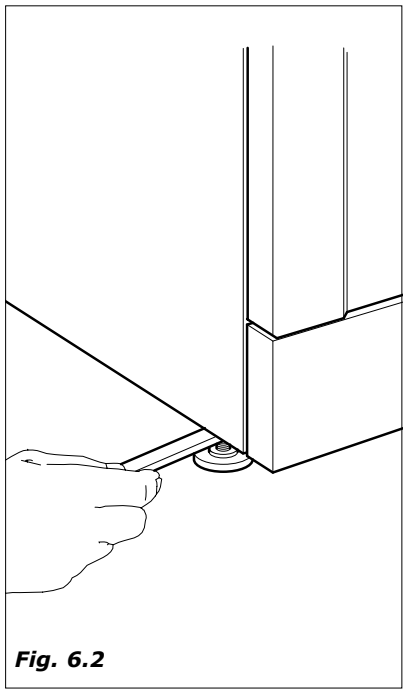

Fig. 6.2
- Posicionar o distribuidor, prestando atenção ao nivelamento regulando os pezinhos já montados sobre o móvel *(Fig.6.2)*. Verificar que o distribuidor não tenha uma inclinação superior aos 2°.